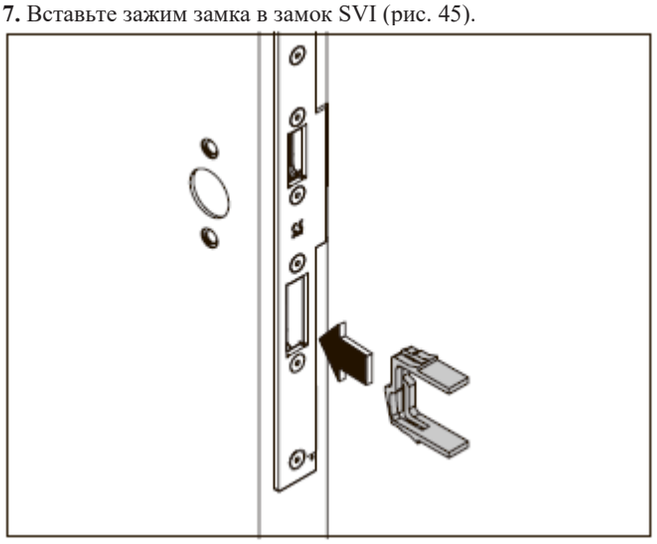

Рис. 45 Вставка зажима замка
7. Вставьте зажим замка в замок SVI (рис. 45).